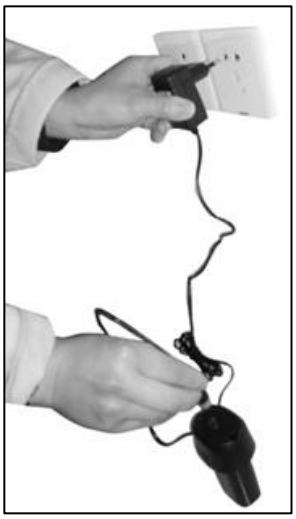

Rys. 2
- Podłączyć ładowarkę do gniazda ładowarki **(Rys. 2)**.